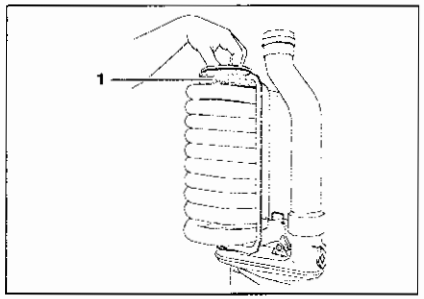

afb. 41 Rookgasverdringer verwijderen
- Rookgasverdringer uit de warmtewisselaar verwijderen (afb. 41, **pos. 1**).